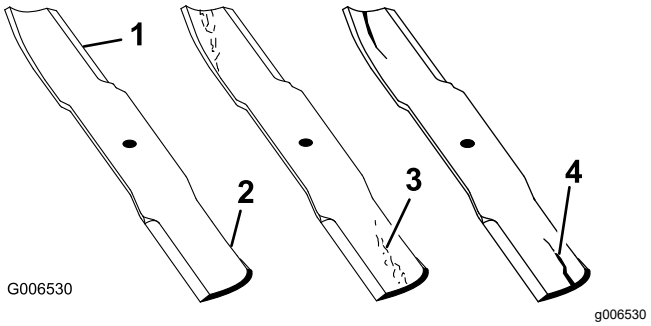

Figura 144
2. Examine cuidadosamente los extremos de corte de la cuchilla, sobre todo en el punto donde convergen la parte plana y la parte curva de la cuchilla, tal y como se muestra en Figura 144.
Nota: Puesto que la arena y cualquier material abrasivo pueden desgastar el metal que conecta las partes curva y plana de la cuchilla, compruebe la cuchilla antes de utilizar el cortacésped. Si se aprecia desgaste, cambie la cuchilla (Figura 144).